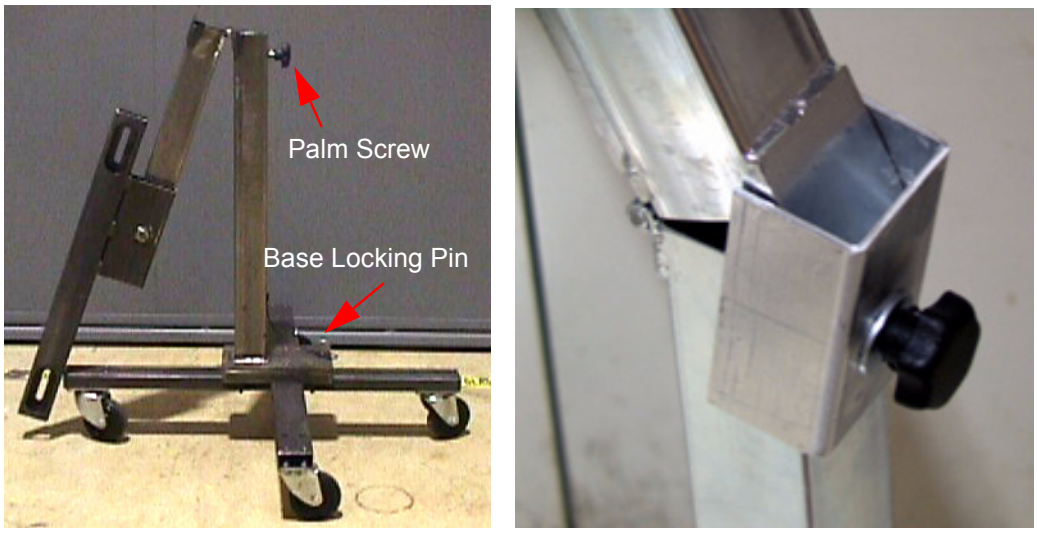

Figure 8-58 Front Cover Dolly Stand and Base with additional Safety Bracket
3.) Install Stand in base, insert base locking pin, unfold stand top and secure with palm screw. Ensure additional safety bracket and washer are installed. Reference Figure 8-58.